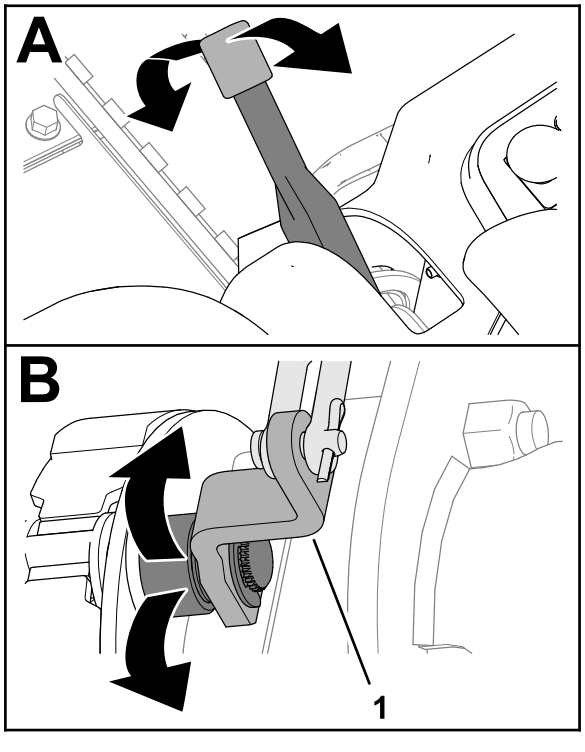

**Figuur 70**
2. Beweeg de parkeerremhendel naar boven en naar beneden om te controleren of de hendel voor de remnokhendel vrij beweegt (Figuur 70).